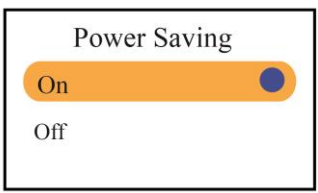

Figura 4.10G Impostazione del risparmio energetico
- Power saving mode: Per accendere/spegnere la modalità di Risparmio Energetico; l'impostazione predefinita è su "On", come mostrato nella figura 4.10G.